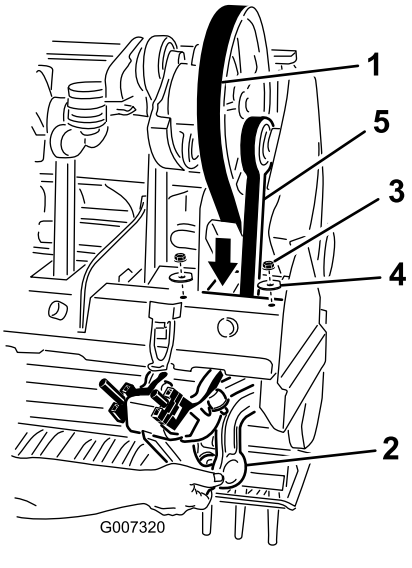

**Figuur 39**
5. Draai de 2 borgmoeren en ringen los waarmee de Rotalink-demper van stomper-arm nr. 1 vastzit, en verwijder de moeren en ringen (Figuur 39).
7. Leid de aandrijfriem door het frame van de beluchtingskop naar beneden en rond het onderste uiteinde van stomper-arm nr. 1 (Figuur 39).